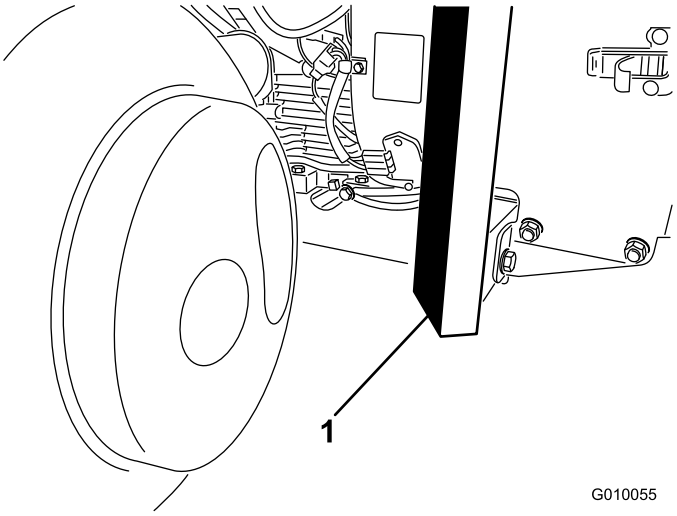

**Rysunek 40**
2. Ustaw dźwignik bezpiecznie pod przodem ramy (Rysunek 40).